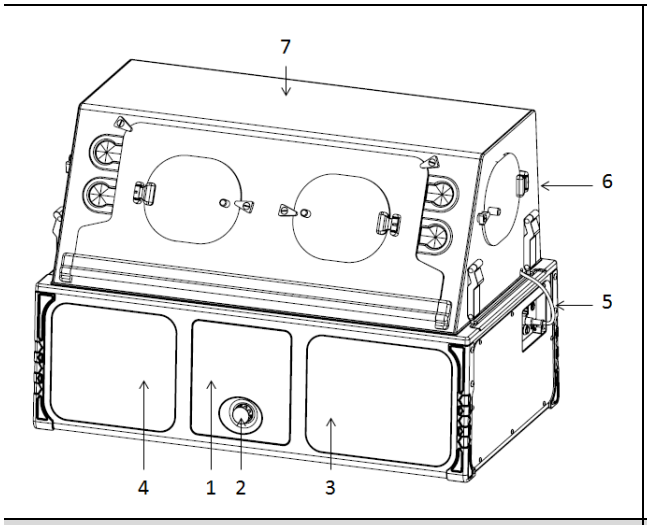

**Figure 3-1 Front ISO View**
2. With the Transport Incubator connected to AC power, press the wheel (**Figure 3-1**, item 2) to turn the Transport Incubator on. The Transport Incubator will perform a Power On Self-Test and test the audible alarm. Ensure the Power On Self-Test progress bar is displayed, and that the audible alarm can be heard. Verify the AC power icon and battery power icon is displayed in the upper left hand corner after completion of the test.